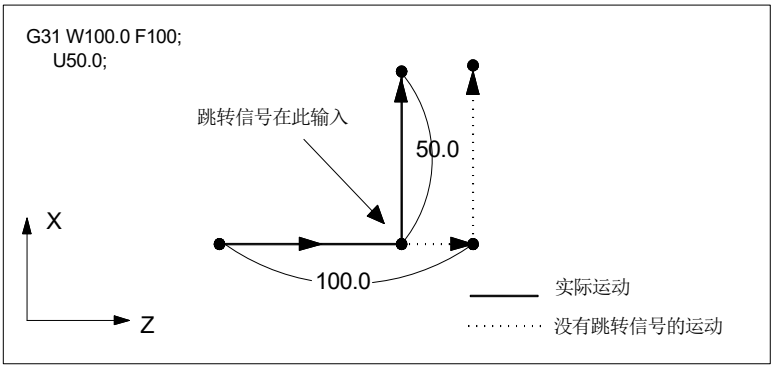

图 3.10-1
①．G31 的下一个程序段是增量坐标编程, 从跳转点为起点执行下段程序，见下图3.10-1：